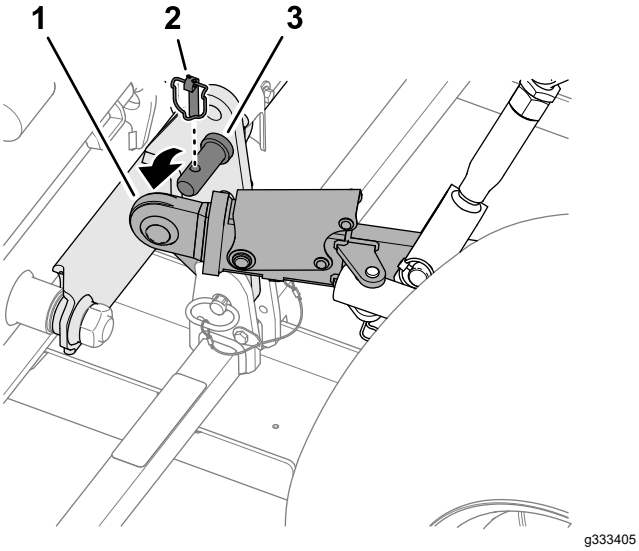

Figuur 47
1. Verwijder de 2 lynchpennen en schuif de onderste verbindingsarmen van de koppelpennen van de machine (Figuur 47).